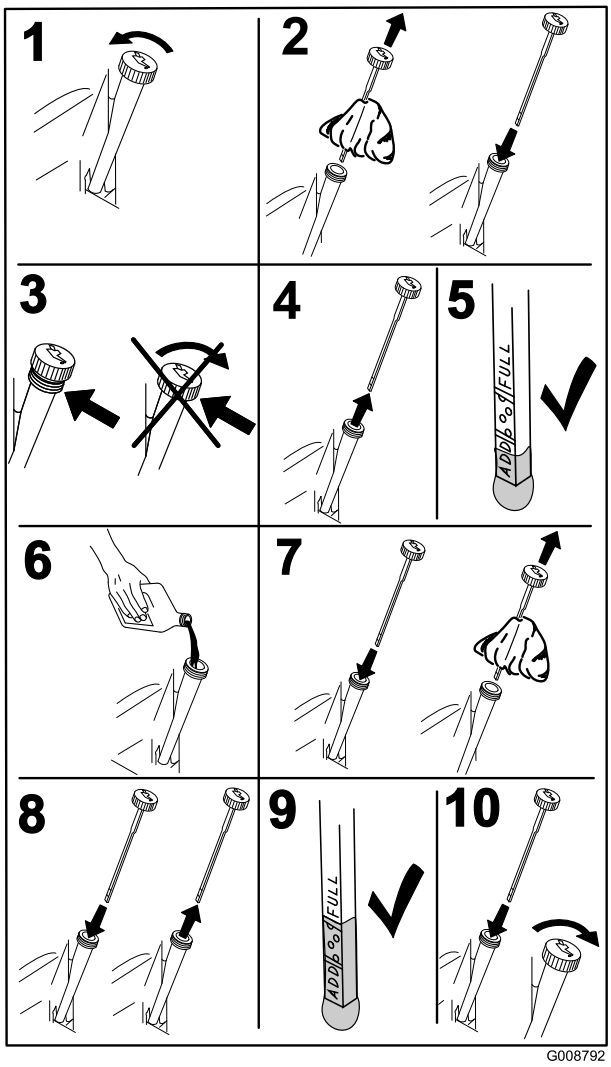

Figur 50
2. Stanna motorn, ta ur nyckeln och vänta tills alla rörliga delar har stannat innan du lämnar förarplatsen (Figur 50).